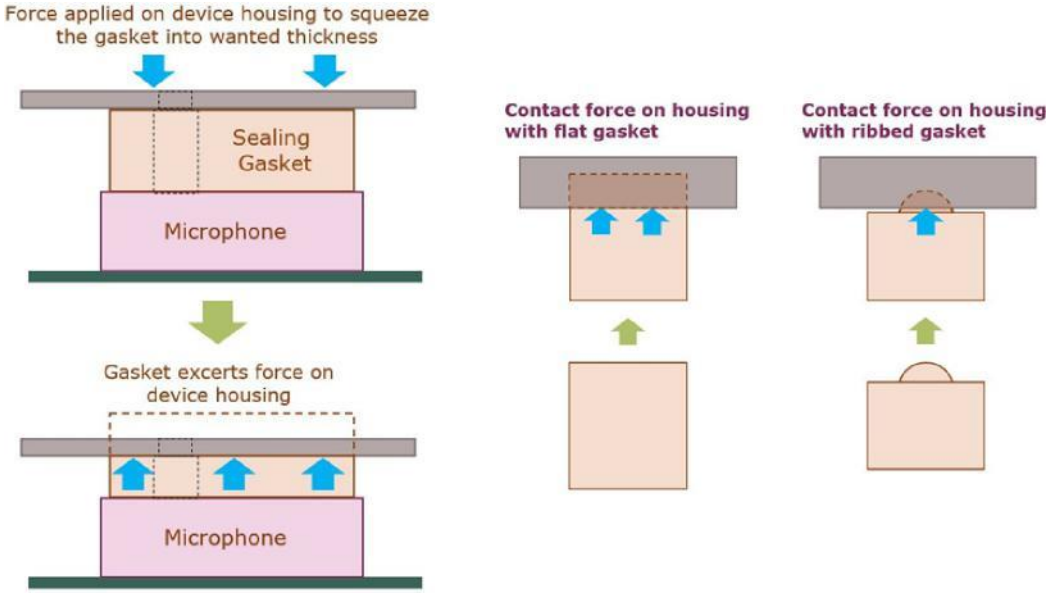

図 8　封止の信頼性
-封止部品表面にリブを追加することにより、封止の信頼性を損なうことなくマイクロフォンや筐体にかかる力を低減することができます(図 8 参照)